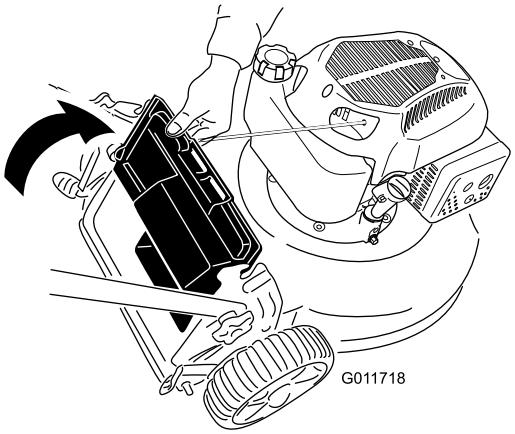

Figur 20
2. Løft den bageste deflektor op, og hold den der (Figur 20).